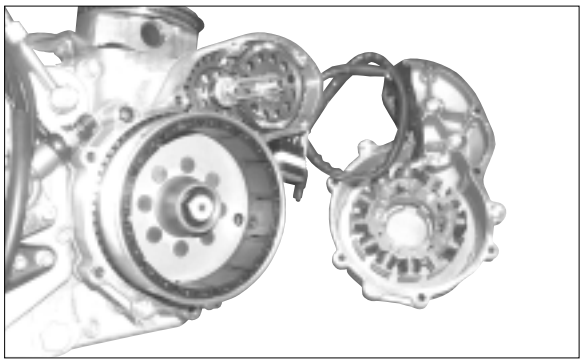

Fig. 49
1. Rimuovere il carter (Fig.49)
1. Remove the case (Fig. 49)
1. Das Gehäuse entfernen (Abb. 49)
1. Retirer le carter (Fig.49)